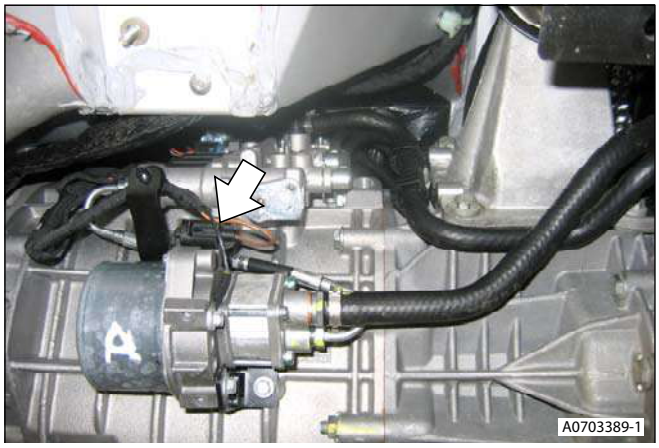

Figure 1
4. Disconnect pump multiplug (see Figure 1).